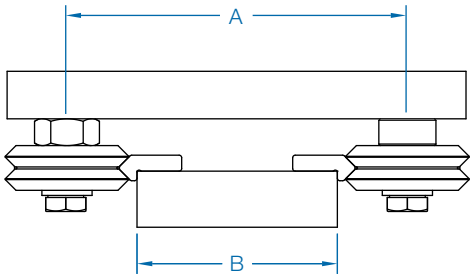

Figure 2 Inboard Mounting
- Inboard Mounting (See Figure 2): A = B + X